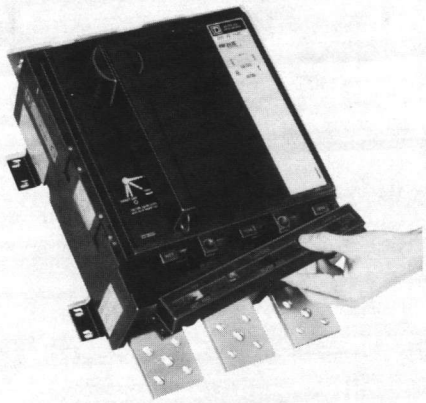

Figure 18
b. Along the lower front of the circuit breaker is a screw-removable cover protecting the three rating columns. Remove the screws (2 on the front and 2 on each side) and remove the cover (Figure 18).